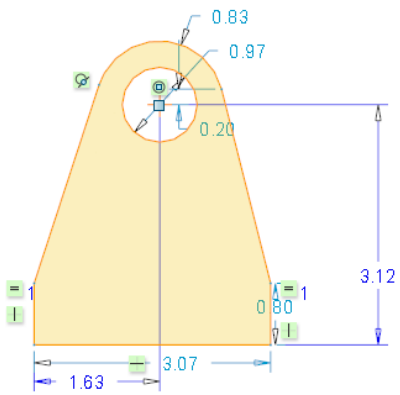

Figure 2-28 *Sketch with all the entities, weak dimensions, and weak constraints*
e. Dimension the sketch and then modify the dimensions of the sketch, refer to Figure 2-28.
5. Press the middle mouse button to place the dimension below the sketch, refer to Figure 2-28.